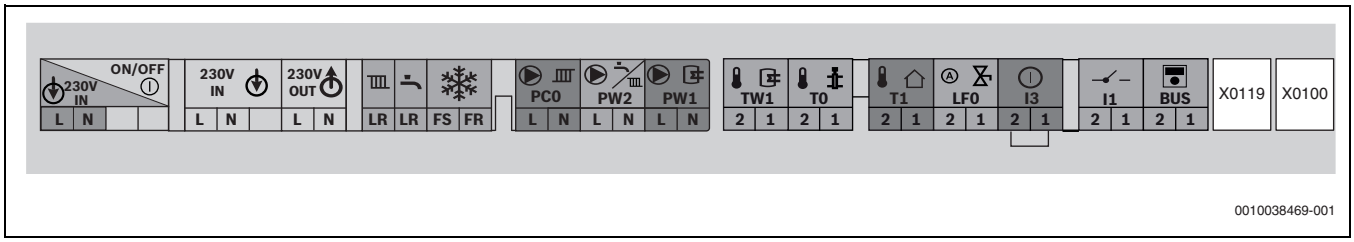

Bild 50 Klemmleiste für externes Zubehör
- Kabel an der Klemmleiste für externes Zubehör (→ Bild 50) anschließen.